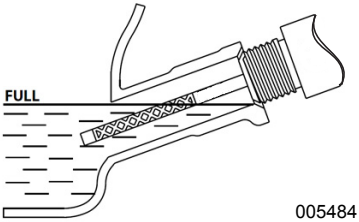

*Figure 2-8. Safe Operating Range*
5. To check oil level, remove funnel and insert dipstick into oil filler neck. See *Figure 2-8*.